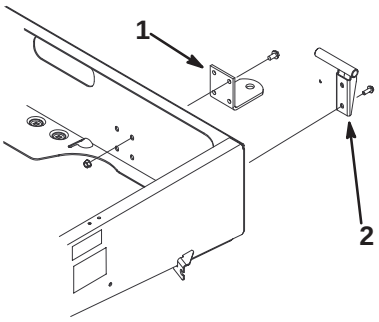

Figur 7
2. Monter venstre svingbrakett til venstre hjørne av rammen med 2 flenshodeskruer (3/8 x 1 tomme). Plasser braketten som vist i figur 7.